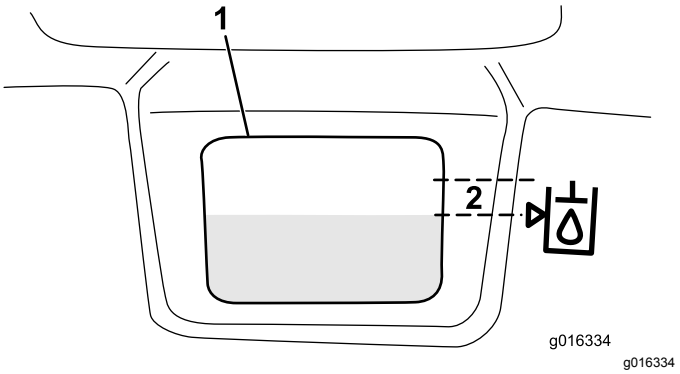

Figur 33
3. Fyll långsamt tanken med lämplig hydraulvätska tills nivån är vid eller inom 6 mm från pilen i symbolen bredvid det vita fönstret på tankens framsida (Figur 33). Fyll inte på för mycket.